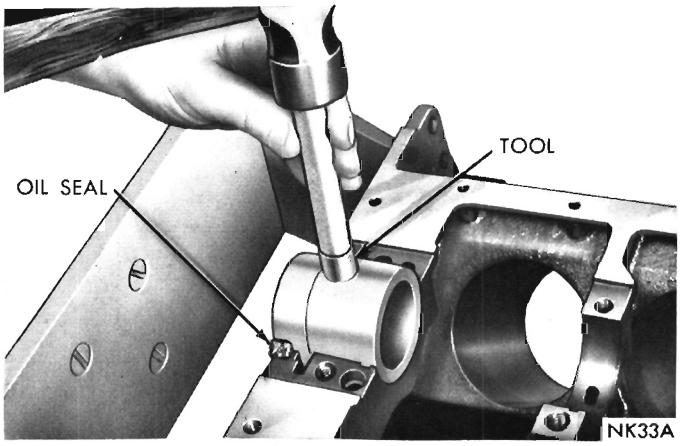

Fig. 48—Installing Rear Main Upper Oil Seal
(1) Install a new rear bearing oil seal in the cylinder block so that both ends protrude.
(2) Using Tool C-3511 tap seal down into position until tool is seated in bearing bore, (Fig. 48).
(3) Hold tool in this position and cut off the portion